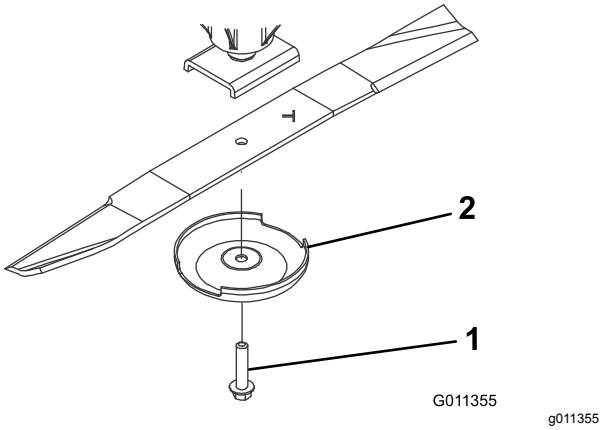

Figur 103
3. Fjern knivbolten, antiskalperingsvernet og kniven fra spindelakselen (Figur 103).